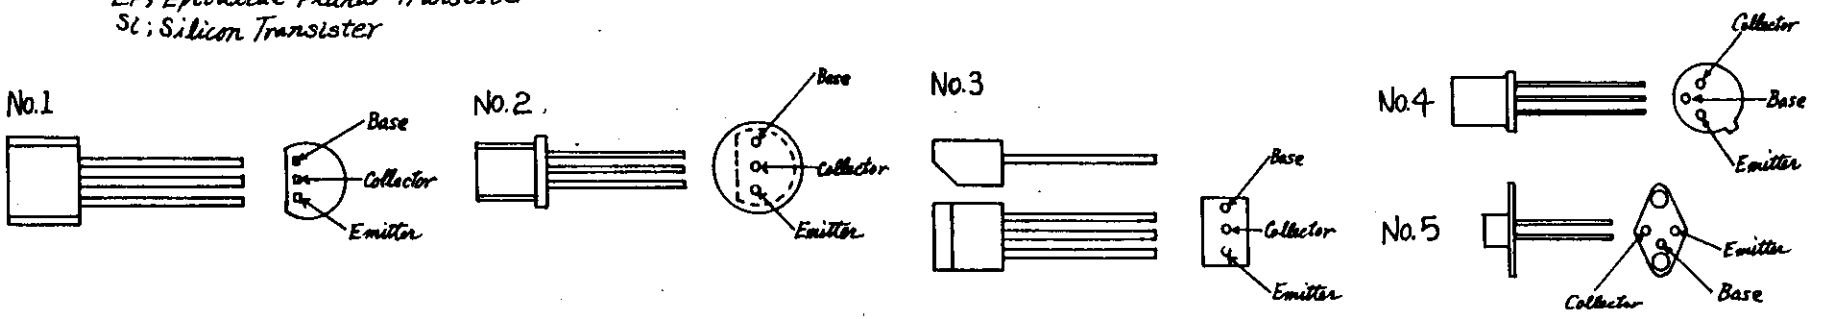

Figure 6 TRANSISTOR OUTLINE AND PIN ARRANGEMENT
b. Outline and Pin Arrangement: Figure 6